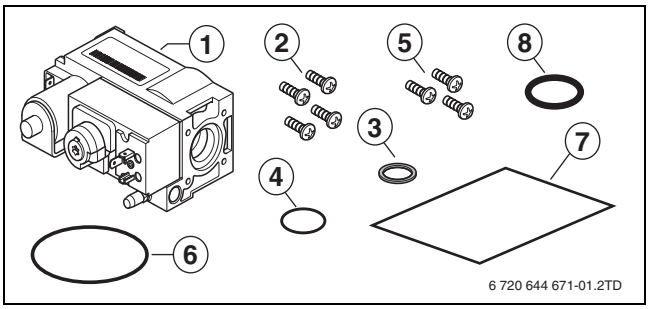
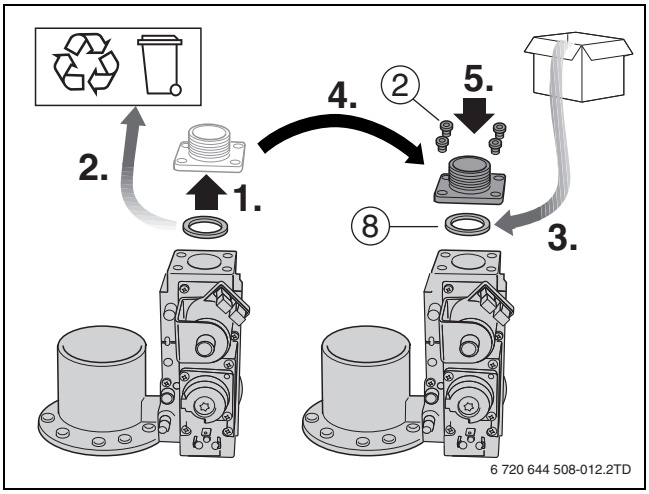

Fig. 11
Fig. 16
表1 图 11 的供货范围，第 44 页
- ▶ 将随附的 O 形圈 （→ 图 11， [4]，第 44 页）装入文氏管并再次按压燃气喷嘴。
- ▶ 将文氏管安装在随附的燃气阀上 （→ 图 11， [1]，第 44 页）。
- ▶ 松开旧燃气阀的燃气法兰 （→ 图 16，第 45 页）。
- ▶ 将随附的 O 形圈 （→ 图 11， [8]，第 44 页）装入随附的燃气阀 （→ 图 16，第 45 页）。
- ▶ 将燃气法兰 （→ 图 16， [1]，第 45 页）安装在随附的燃气阀上。